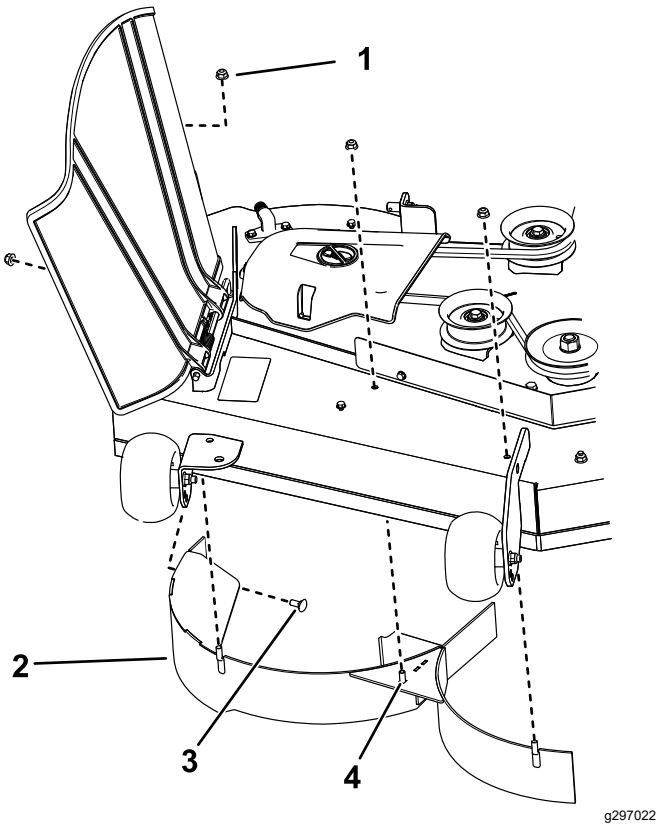

Figur 13
4. Fjern de 3 låsemøtrikker (5/16") fra den højre skærms svejsede tappe (Figur 13).
1. Låsemøtrik – 5/16" (4)
4. Svejset tap (3)
5. Fjern de 2 bræddebolte og 2 låsemøtrikker, der fastgør den højre skærm til skjoldet, og afmonter skærmen (Figur 13).
6. Find de 3 bolte blandt løsdelene. Benyt de eksisterende låsemøtrikker til at montere disse fastgørelsesanordninger i hullerne, der bruges til de svejsede tappe (Figur 13) for at forhindre udslyngning af genstande.